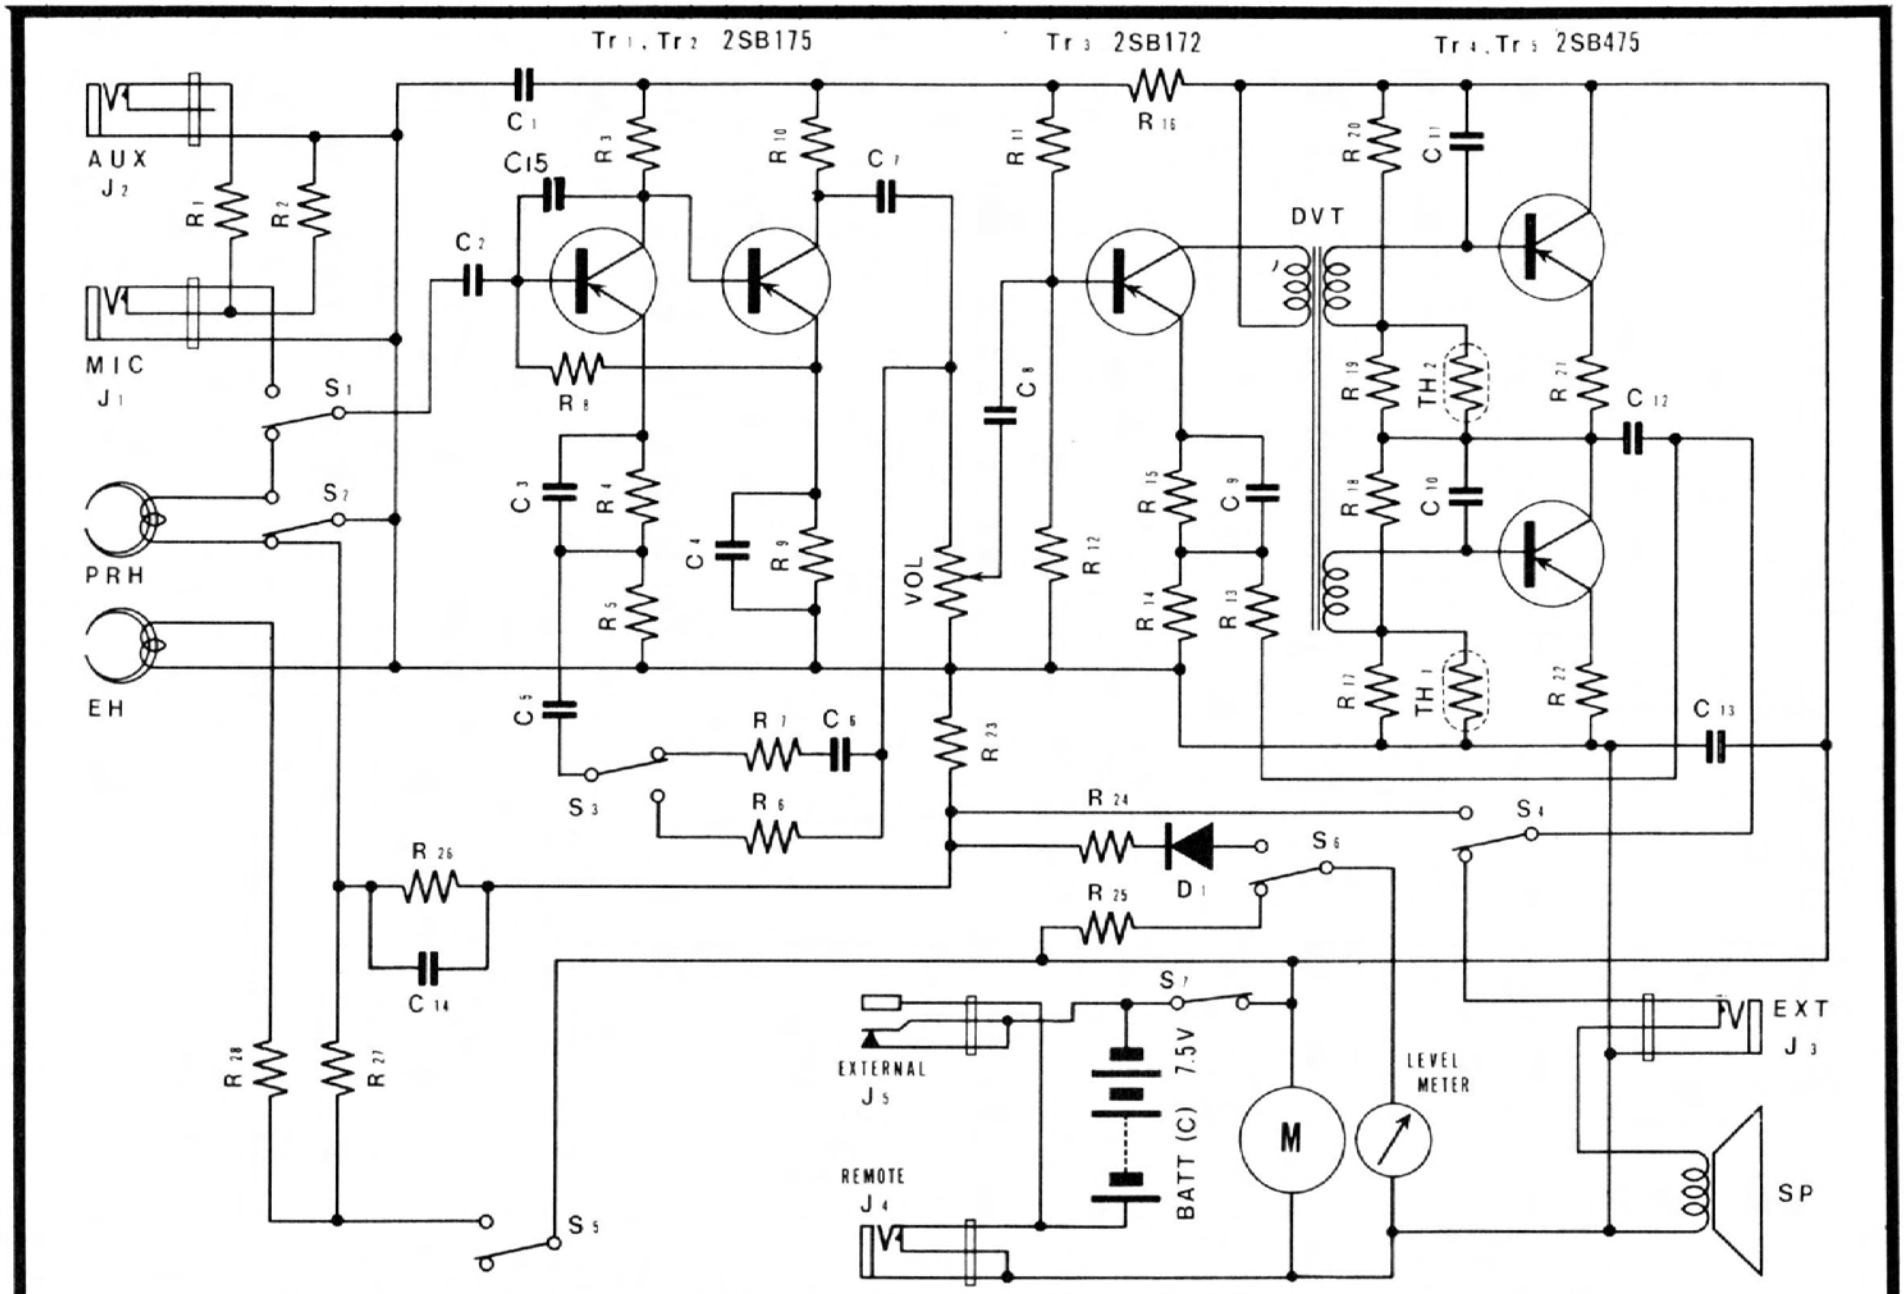

Fig. 2-10. Schematic diagram of the Channel Master Model 6305 cassette recorder. (Courtesy Channel Master)
The schematic diagram in Fig. 2-10 shows a typical 5-transistor battery-operated cassette recorder. As shown on the schematic, it has a playback/record head (PRH) and an erase head (EH). A choice of two input jacks is provided for recording from either a mike or an auxiliary source with a selection of either the internal speaker or auxiliary speaker operation. The unit also provides for remote operation and for an external power source.